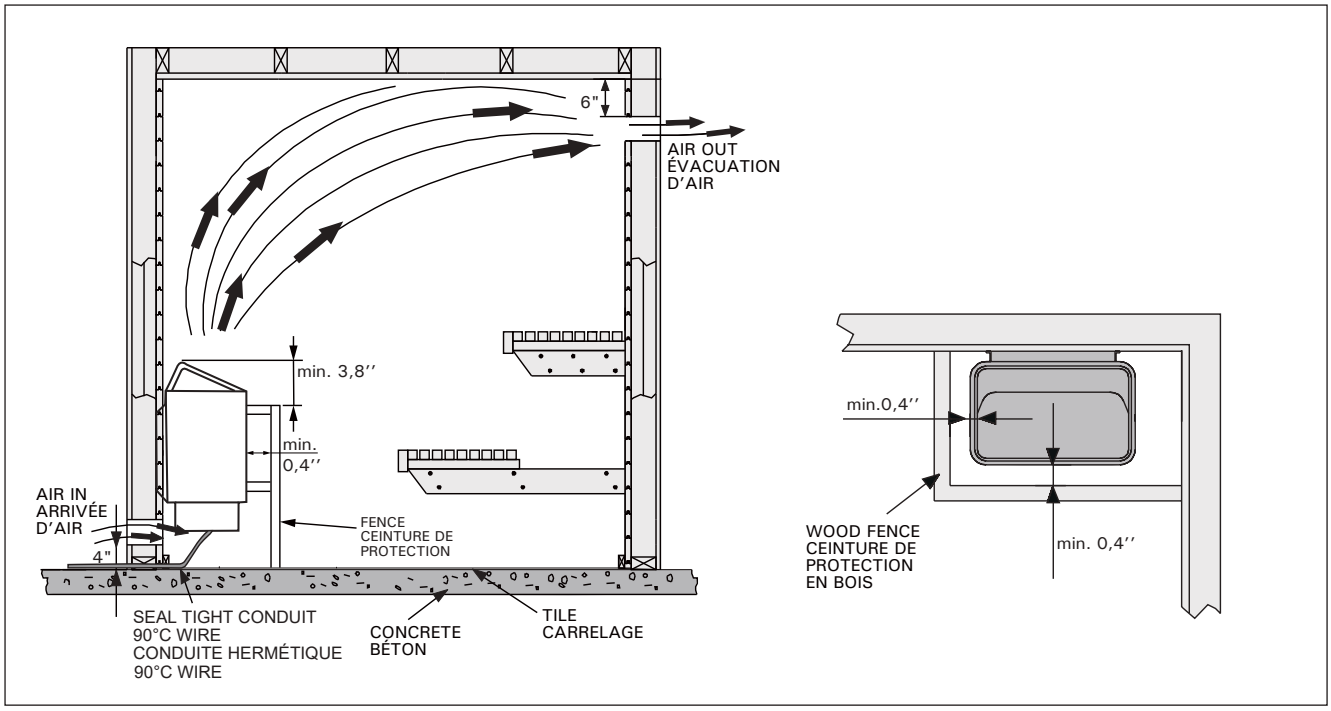

Figure 4. Ventilation of the sauna room and min. clearances from fence
Should be provided by lower vent close to heater, 4" (100 mm) from floor, and upper vent on opposite wall (if possible) 6" (150 mm) from ceiling or as low as 24" (600 mm) from floor. Vents should be adjustable and should allow air to change 5 times per hour. Sauna shall be provieded with intended ventilation as required per the local code authorities. See figure 4.
The minimum safety distances are described in figure 4 and 5.
It is necessary for safety and should be constructed of softwood to match sauna interior. See figures 4 and 5 for clearances from sauna heater. Fence should be attached to wall and should not be placed higher than top of heater below rock line.
1. Remove heater from carton and place in proper location in sauna room. Observe proper clearances as per figures 4 and 5. After final hookup, electrical contractor should secure heater to the floor or on the wall with required screws or bolts.